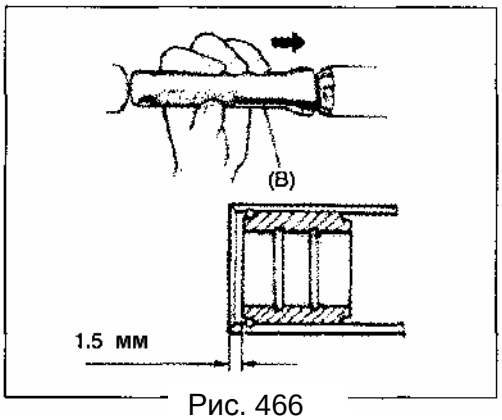

Рис. 466
**Для предотвращения повреждения, используйте специальный инструмент (Рис. 466). Не повредите поверхность втулки во время установки.**